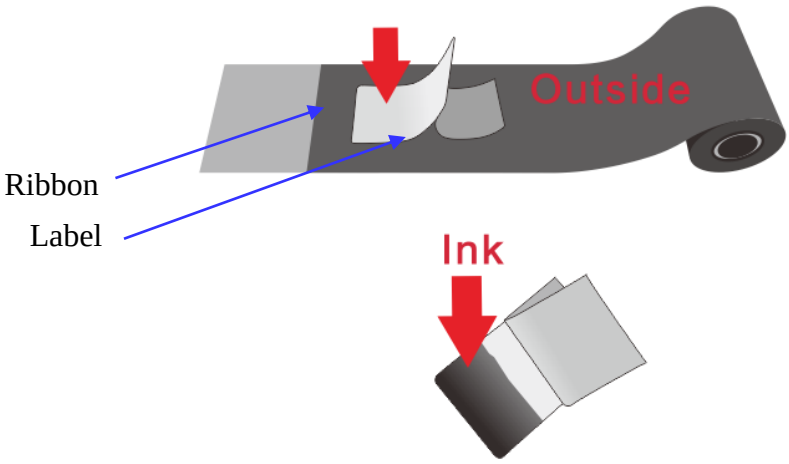

Figure 2-8 Check Ink Side
3. Stick a label to the outside/ inside of the ribbon to check which side the ink is on. See Figure 2-8.